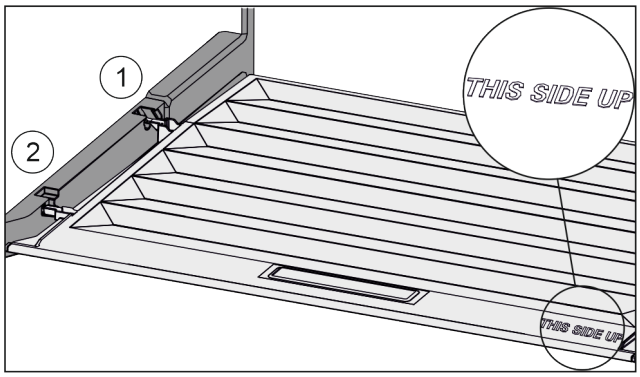

Fig. 115
▶ Deckelstege über Öffnung der hinteren Halterung *Fig. 115 (1)* einführen und vorne in Halterung *Fig. 115 (2)* einrasten.